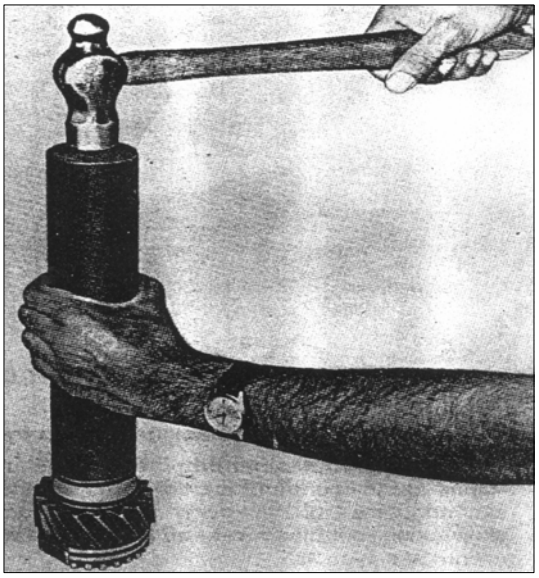

РИС. 220
1) Установите внутреннее кольцо роликового подшипника на первичный вал. Используйте инструмент 312 5891 439, чтобы установить его на посадочное место (см. рис. 220).